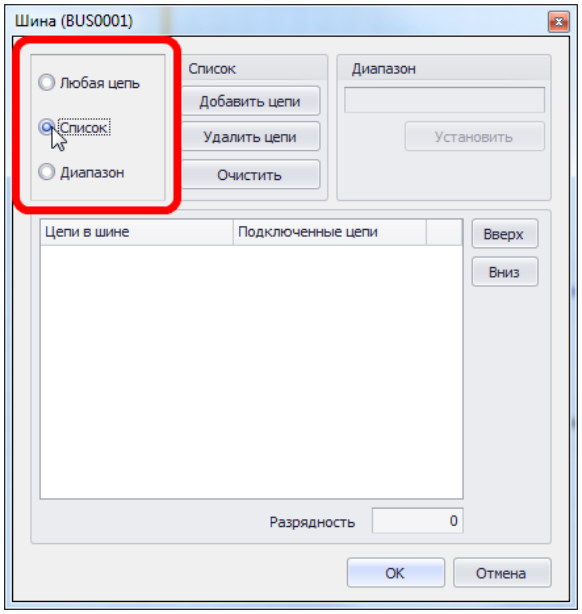

Рис. 506. Включение режима «Список»
2. Установить переключатель, расположенный в левом верхнем углу окна, в положение «Список», тем самым активировав режим работы редактора «Список», см. Рис. 506.